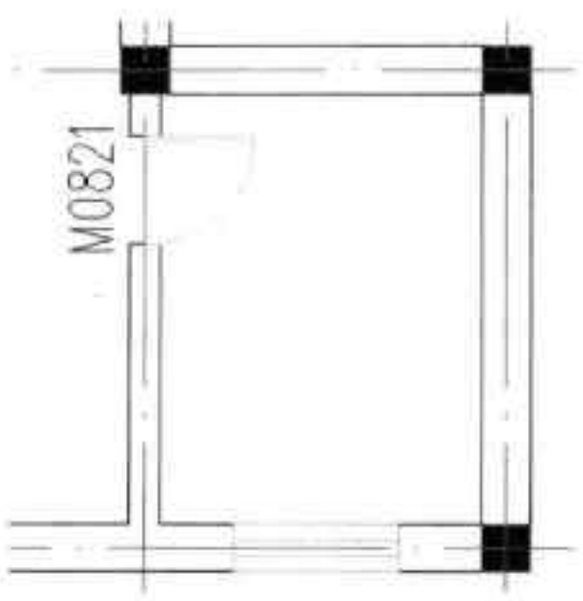

图16-150 插入窗图块
Step33 设置完成后，将窗图块插入到墙体合适位置，结果如图 16-150 所示。